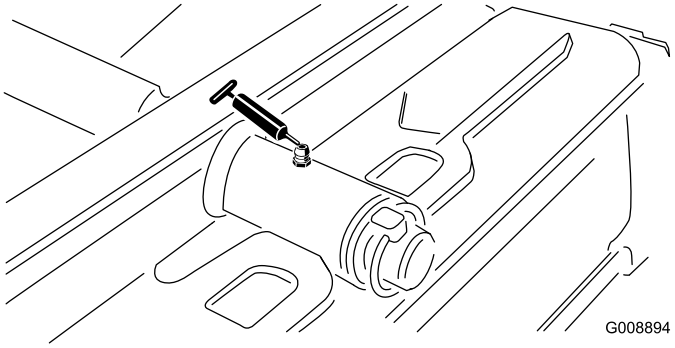

Figur 31
- Bakre klippenhetstapp (Figur 31)